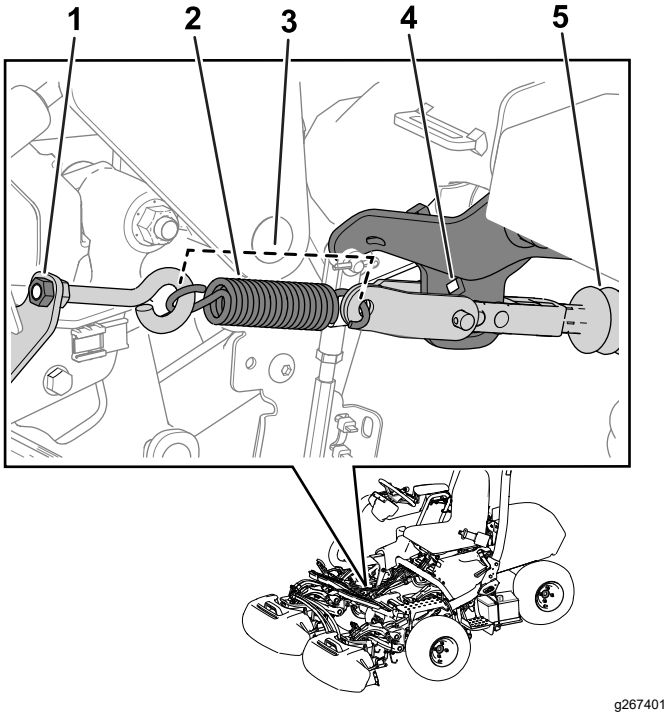

Bild 36
Hinweis: Weitere Informationen zu dieser Vorgehensweise finden Sie auf Bild 36.
3. Bereiten Sie den Betrieb vor, indem Sie die Ösenmutter auf eine Federlänge von 11,4 cm festziehen, wenn sie installiert ist (Bild 36).